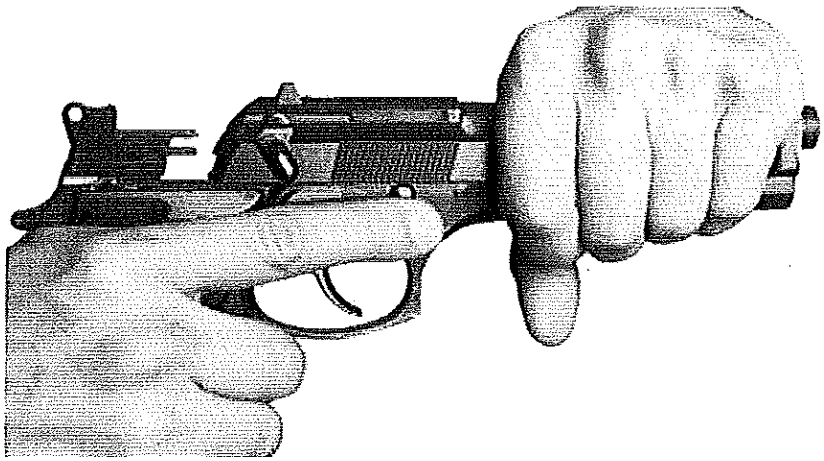

Figure 1-23. Removing the Slide and Barrel Assembly.
2. Pull the slide and barrel assembly forward and remove it (see fig. 1-23 on page 26) while wrapping the fingers around the slide to hold the recoil spring and recoil spring guide in place.